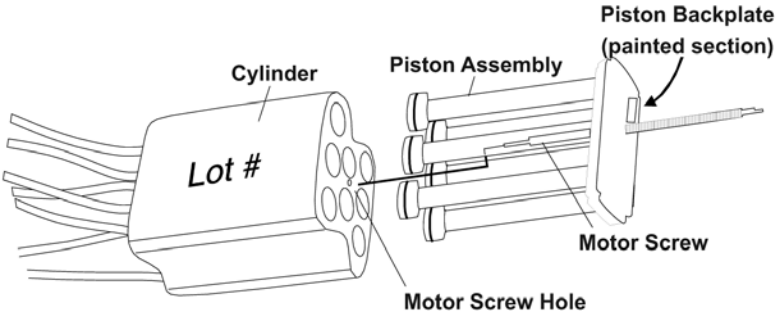

Figure F.1.4a: Reassemble Piston/Cylinder Assembly
1. **Reassemble Piston/Cylinder Assembly** Reinsert the piston assembly into the lubricated cylinder. Ensure that the motor screw engages into the hole in the center of the cylinder *(see Figure F.1.4a).*